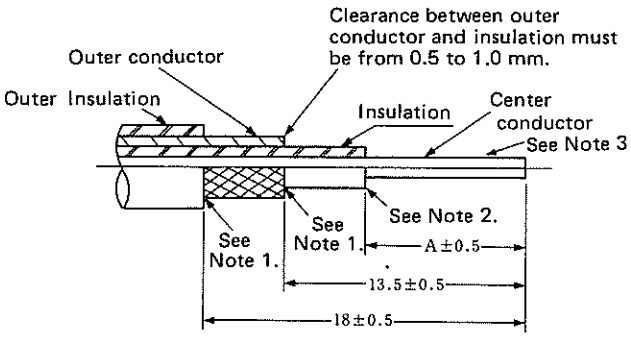

Fig. 2
(1) Strip the outer insulation to 18 ± 0.5 mm from the cable end shown in Figure 2. Cut the outer conductor of the cable to 13.5 ± 0.5 mm. Cut the insulation by dimension "A" specified in the table below.
(2) After preparing the cable per #1, wipe the center conductor with an alcohol-dampened cloth to remove any polythylene residue from the surface of the center conductor.